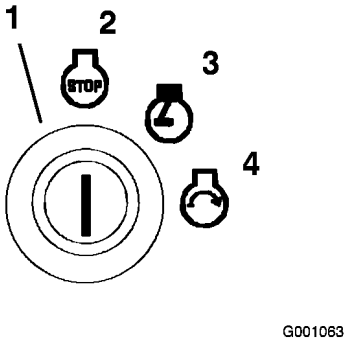

Figur 13
6. Drej tændingsnøglen med uret til positionen Run (Kør) (Figur 13).
9. Drej tændingsnøglen til startpositionen. Gløderørslampen tændes igen. Slip nøglen, når motoren starter (Figur 13).
4. Drej tændingsnøglen med uret til positionen Run (Kør) (Figur 13).
4. Drej tændingsnøglen til positionen Off (Fra) (Figur 13). Vent, til alle bevægelige dele er standset, før du forlader betjeningspositionen.